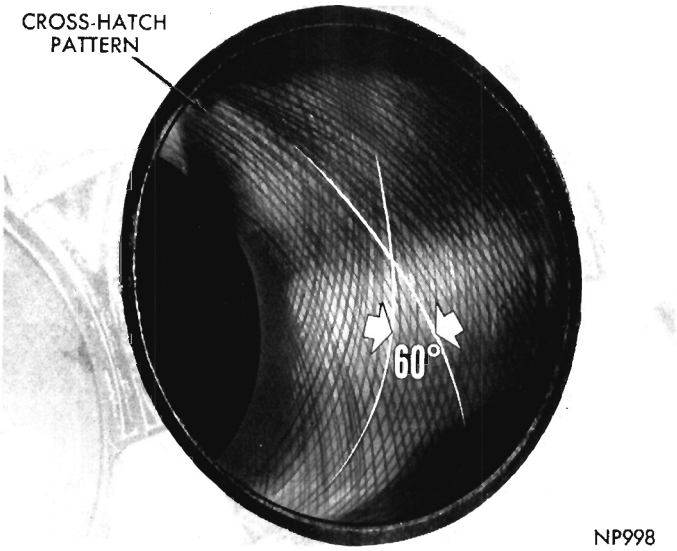

Fig. 39—Cross Hatch Pattern
(1) Used carefully, the cylinder bore resizing hone C-823 equipped with 220 grit stones and 390 extensions necessary with 383 and 440 cubic inch engines is the best tool for this job. In addition to deglazing, it will reduce taper and out-of-round as well as removing light scuffing, scoring or scratches. Usually, a few strokes will clean up a bore and maintain the required limits.
(2) Deglazing of the cylinder walls may be done using a cylinder surfacing hone, Tool C-3501, equipped with 280 grit stones (3501-3810) if the cylinder bore is straight and round. 20 to 60 strokes depending on the bore condition will be sufficient to provide a satisfactory surface. Inspect cylinder walls after each 20 strokes. Use honing oil C-3501-3880 or a light honing oil available from major oil distributors. **Do not use engine or transmission oil, mineral oil or kerosene.**
(3) Honing should be done by moving the hone up and down fast enough to get a cross-hatch pattern. When hone marks **intersect** at 60°, cross hatch angle is most satisfactory for proper seating of rings (See Fig. 39).